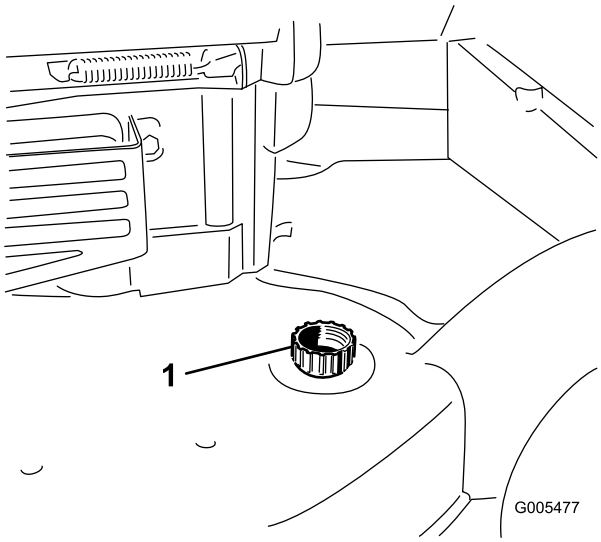

Figuur 39
3. Bevestig een tuinslang die aangesloten is op een kraan aan de wasaansluiting op de machinebehuizing (Figuur 39).